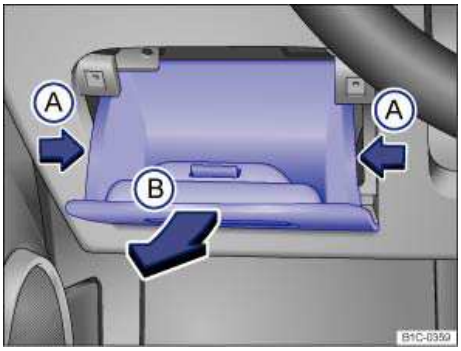

Fig. 175 On the driver side in the instrument panel: Storage compartment in front of the fuse box.
- Open the storage compartment ⇒ fig. 175, ⇒ *Storage areas*.
- Press the sides of the storage compartment in slightly ⇒ fig. 175 ((A) arrows) while pulling back firmly ((B) arrow).
- To **install**, guide the cover from the bottom into the instrument panel and push in the direction opposite to the arrow (B) until you hear the hinges click into place, then push forward until the cover latches firmly.